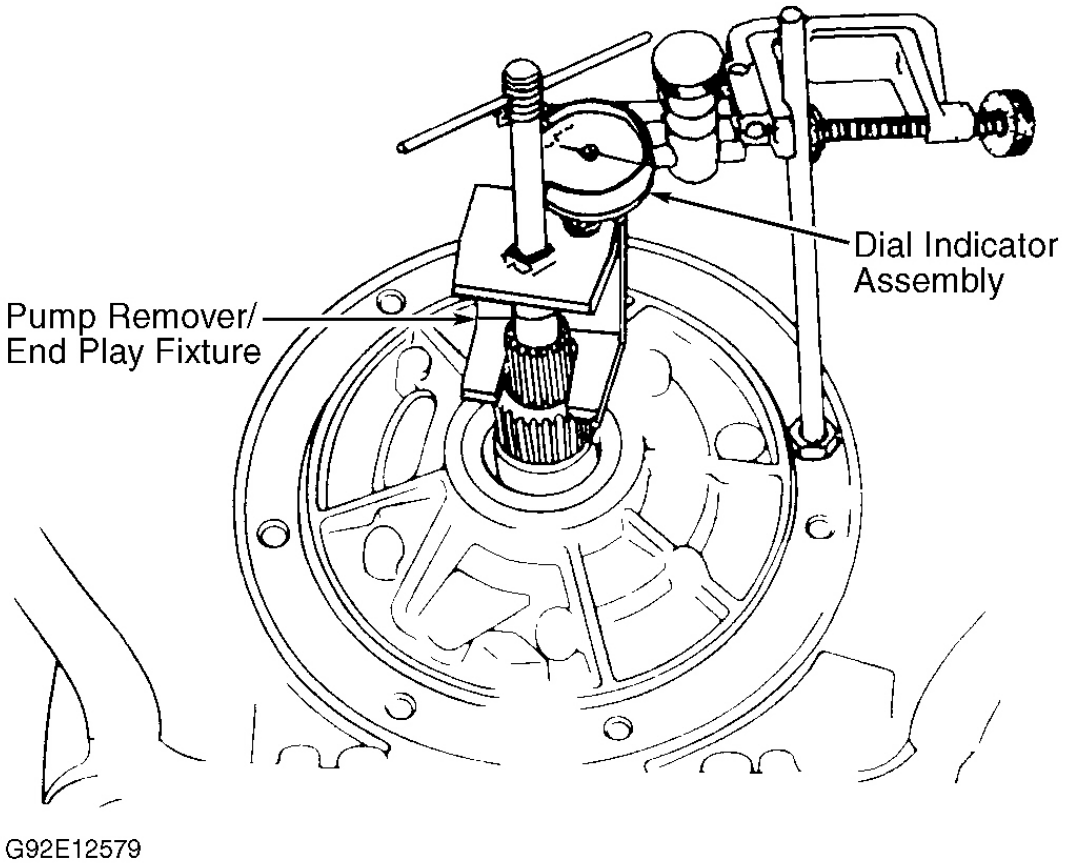

Fig. 83: Measuring Transmission End Play
1. Install Pump Remover/End Play Fixture (J-24773-A) and End Play Adapter (J-25022-A) on end of turbine shaft. See **Fig. 83** . Clamp dial indicator on long bolt with indicator tip on end play fixture. Zero dial indicator.